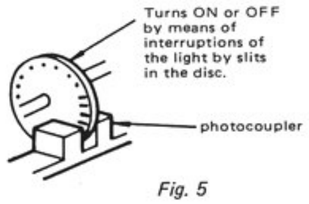

Fig. 5
A signal consisting of a mixture of the signals from Q703 and Q604 (VFO) is supplied to terminal (33) of IC803. When the TUNING control knob is turned at this time, the rotation is detected by a photo-coupler Q406 and this signal is supplied to terminal (34). [See Fig. 5.]